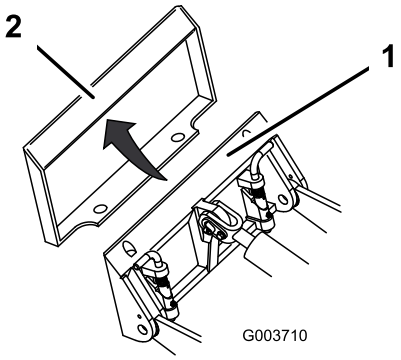

Figuur 20
4. Plaats de bevestigingsplaat in de bovenste lip van de ontvangerplaat op het werktuig (Figuur 20).